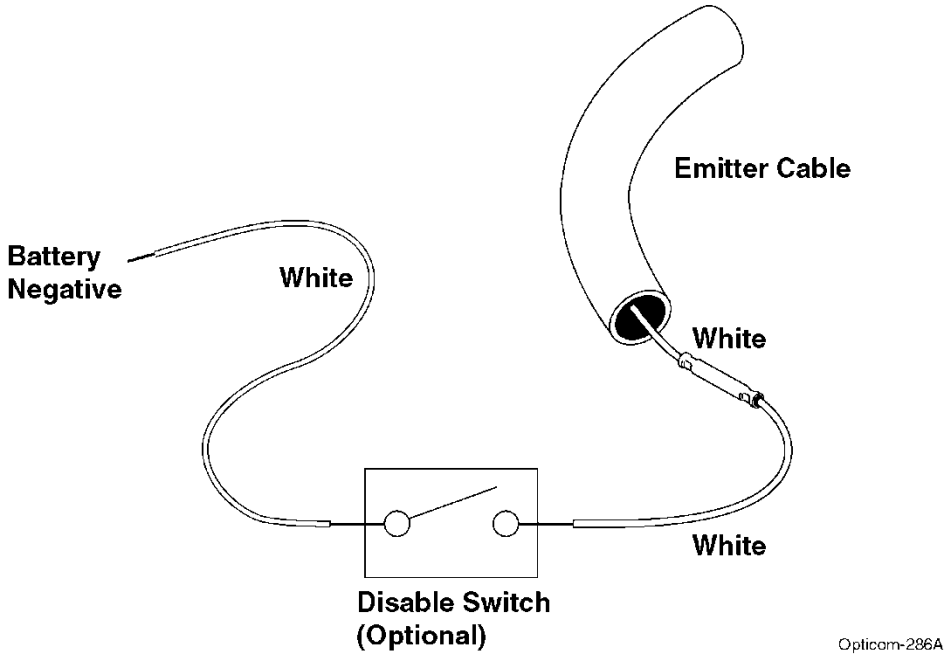

Figure 5-9. Disable Switch Wiring
10. Strip 1/4-inch of insulation from a customer-supplied white wire (16 AWG) and insert it into the unused end of the connector and crimp. Connect the free end of the white wire to a disable switch terminal. See Figure 5-9.
4. If the emitter does not turn off and back on as described in steps 2 and 3, check the wiring against the wiring diagram for the disable switch. For Model 793S or 793B emitter control switches, see Figure 5-9.